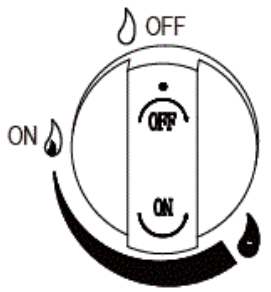

Abbildung 1
2. Der Drehknopf muss sich in der Position „OFF“ befinden (Abbildung 1).